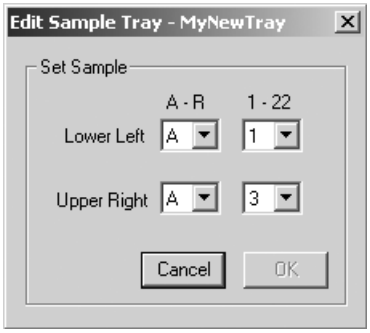

Figure 3-6. The Edit Sample Tray window.
11. (Optional) If you want to change the coordinates for a sample, click **Edit Sample.** The Edit Sample Tray window appears (figure 3-6). Change the grid coordinates for the sample and click **OK.**
- **Change the coordinates for an existing sample**—Click **Edit Sample.** The Edit Sample Tray window appears (figure 3-6). Change the grid coordinates for the sample and click **OK.**